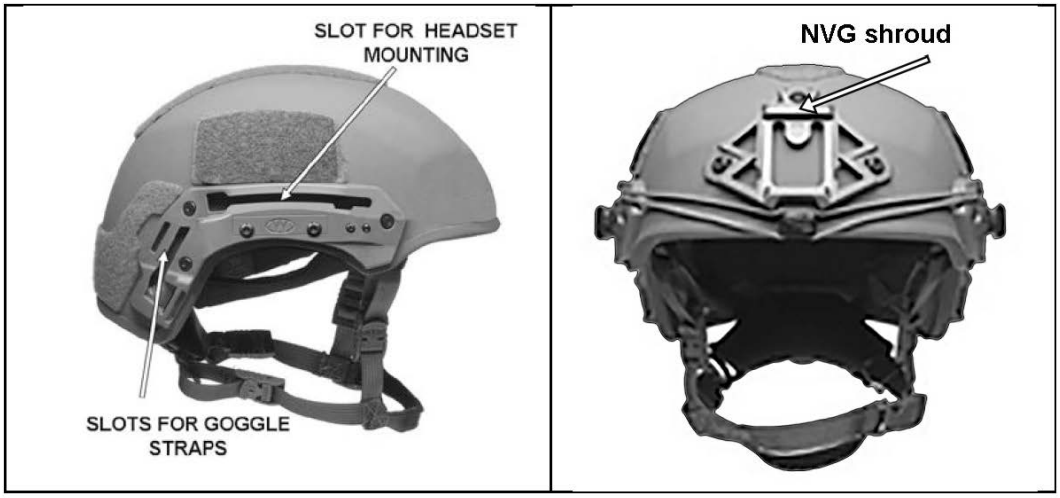

Figure 6-9. Accessory Mounting System
c. Rail 2.0 Accessory Mounting System (Refer to Figure 6-9.)
(1) Compatible with all EXFIL® Rail 2.0 accessories.
(2) Includes two MAGPUL MOE® picatinny-style rails and mounting hardware.
(3) Two T-Slots for straps.